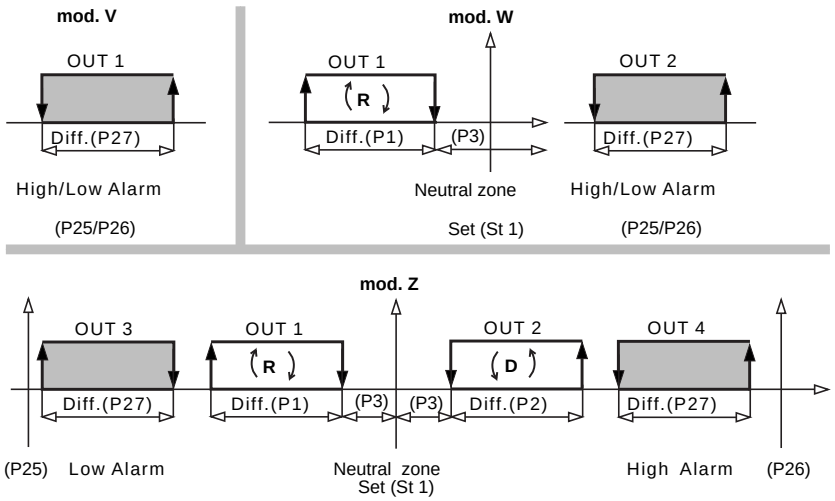

Fig. 6
*In this mode one or more relays energize as soon as there is a generic alarm condition (disconnected or short-circuited sensor, faulty electronics, etc.) or a specific High or Low alarm condition. In versions V and W there is only one alarm relay, version Z has two: relay no. 3 for generic and low alarm conditions, relay no. 4 for generic and high alarms. In addition to the energization of the relay, the controller displays the alarm code and makes the buzzer sound (in models equipped with acoustic signal). In models W and Z, the relays not used to indicate alarm conditions are dedicated to the regulation as described above for Mode 3 (see Fig.6).*